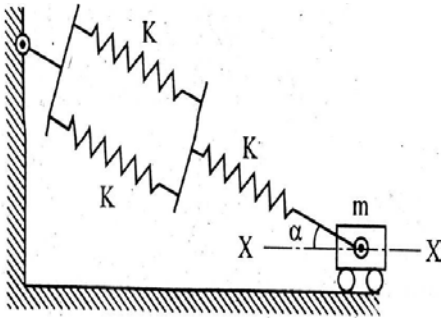

Fig 1.0
Q.3 **(a)** A mass m guided in the X-X direction is connected by a spring configuration as shown in fig 1.0 Set up the equation of motion of mass 'm' and find the natural frequency of vibration of the mass. **07**